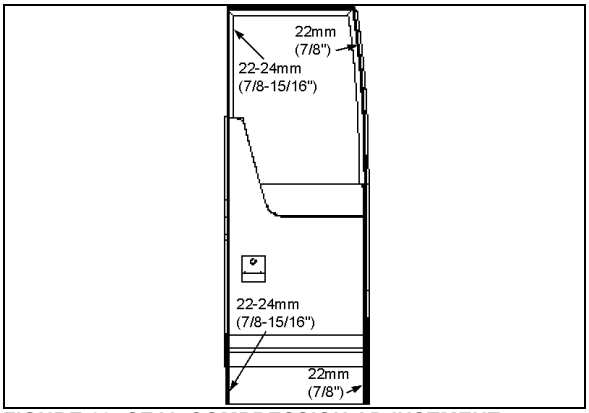

**FIGURE 29: SEAL COMPRESSION ADJUSTMENT** 18632
2. From the outside of vehicle, insert a straight edge in the gap along the door outside perimeter. Measure the distance between the door frame and the door outside surface at the door four corners (refer to Figure 29).